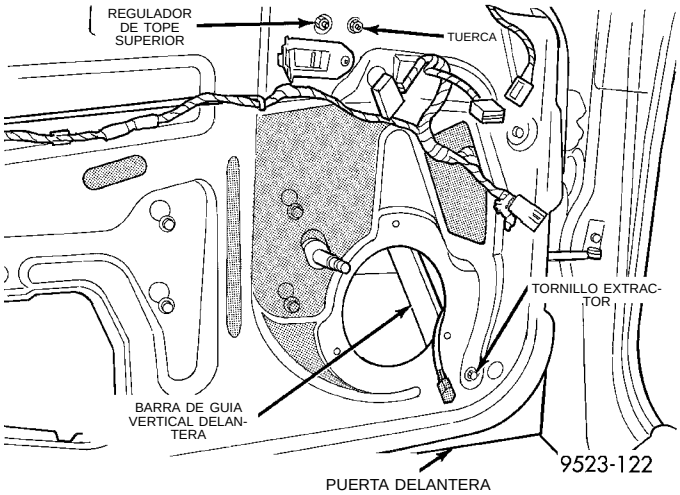

Fig. 24 Barra de guía vertical delantera
(1) Retire el panel tapizado de la puerta y el protector contra el agua.
(2) Retire el altavoz de la puerta, si el vehículo lo tiene instalado.
(3) Retire la guía de elevación delantera.
(4) Retire el perno que sujeta la parte superior de la barra de guía delantera al panel interior de la puerta.
(5) Con un cubo de tuerca abocinada Snap-on® (FRXM10) y una llave hexagonal, retire la tuerca que sujeta la parte inferior de la barra de guía al panel de la puerta mientras sujeta los tornillos extractores. (Fig. 24)